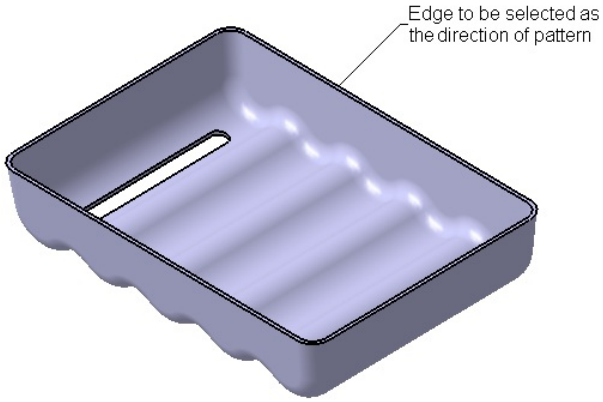

Figure 8-95 *Edge to be selected as reference*
g. Pattern the newly created pocket feature, refer to Figures 8-95 and 8-96.
5. Click once in the **Reference element** display box and select the edge, as shown in Figure 8-95, as the direction of pattern. The preview of the patterned instance, with the default settings, is displayed in the geometry area.